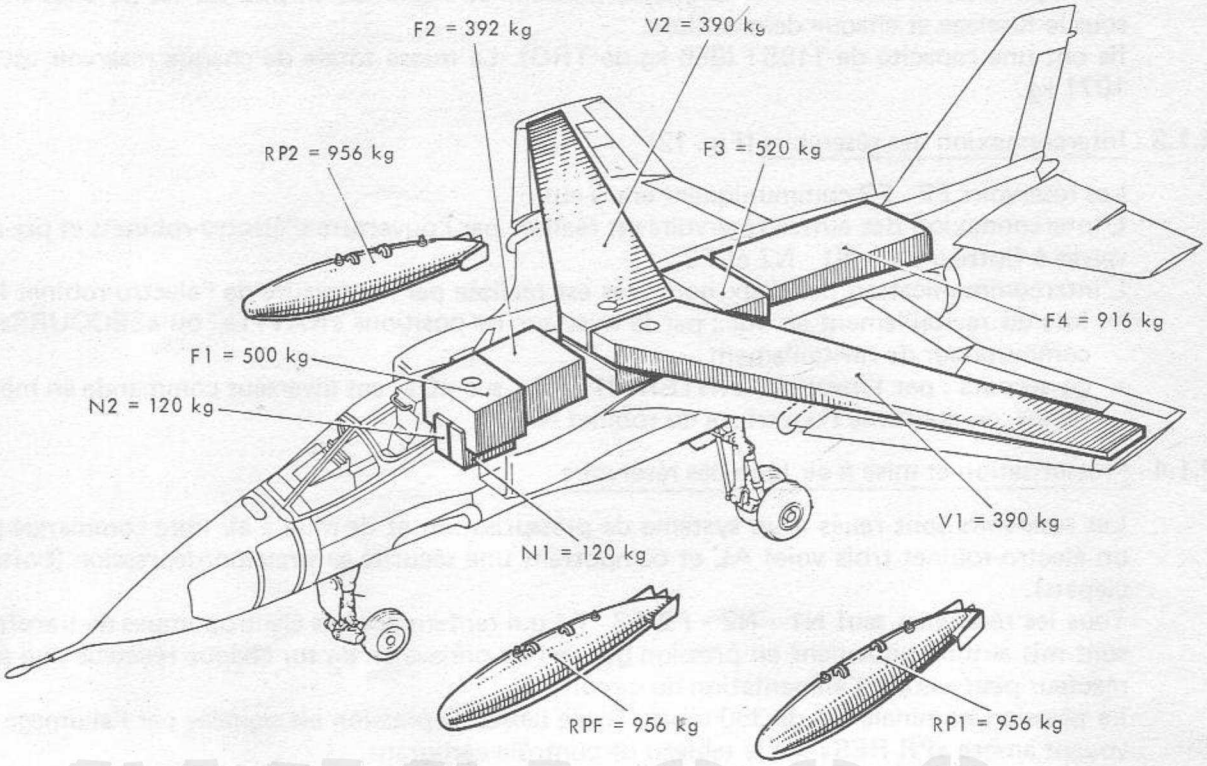

FIGURE 2 - REPARTITION DU CARBURANT (TRO)
3.2.1 - Les réservoirs (Fig. 2)